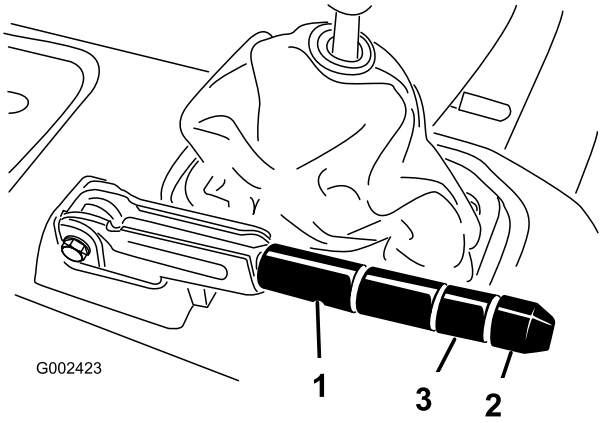

Figur 63
2. Løsn sætskruen, der holder skruen fast til parkeringsbremsehåndtaget (Figur 63).